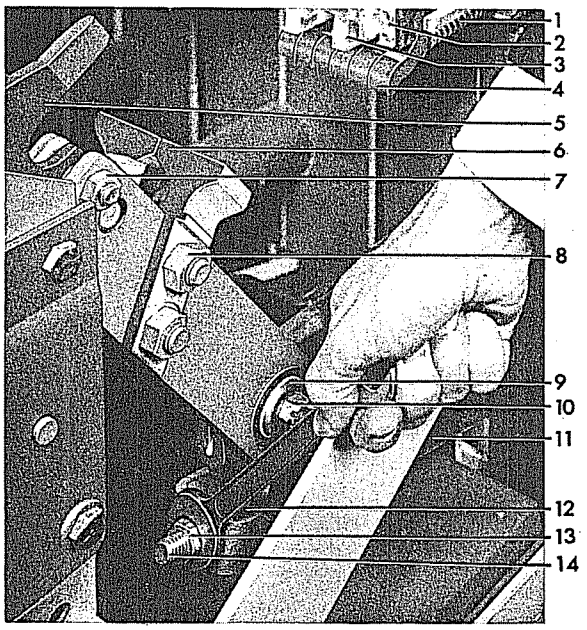

Fig. 12 (8037374) Primary Contact Adjustment
Refer to Figure 11, when the breaker is closed the stationary primary contacts (1) should rise from 1/4" to 5/16". Before checking this dimension be sure the mechanism is re-set so that the prop pin (13) Figure 8 is resting on the prop. To obtain the proper contact adjustment, open the breaker and, referring to Figure 12, loosen the check nut (13) and turn the adjusting nut(12). Screwing the adjusting nut toward the operating rod (11) will decrease the primary contact wipe, toward the end of the stud (14) will increase it. Tighten the check nut, close the breaker and recheck the wipe. With the primary contact wipe correctly adjusted, the clearance between the contact arm (6) Figure 11 and the buffer block (3) should be 1/16" or greater when the breaker is fully closed.
Refer to Figure 12. With the breaker closed, press the manual trip button allowing the breaker to trip open normally. Do not force the contacts open wider by hand. The gap between the stationary primary contacts (4) and the movable primary contact (6) measured between the closest points, should be 3-5/8" to 3-15/16". To change this gap, loosen the check nut (17), Figure 8, and turn the adjusting nut (18) on stud (19). Screwing the adjusting nut down will decrease the primary contact gap. Tighten the check nut and re-measure the contact gap (close and trip the breaker before checking the measurement). Whenever the primary contact gap is changed, the primary contact wipe should be rechecked and, if necessary, readjusted.